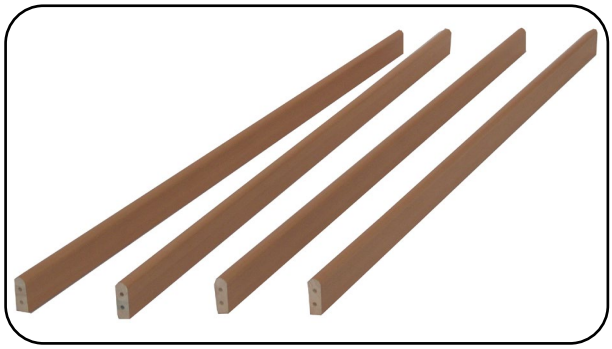

Abb. 6.6.02 – Holz-Seitengitterholme
- 4 x Holz-Seitengitterholme lang (Abb. 6.6.02)